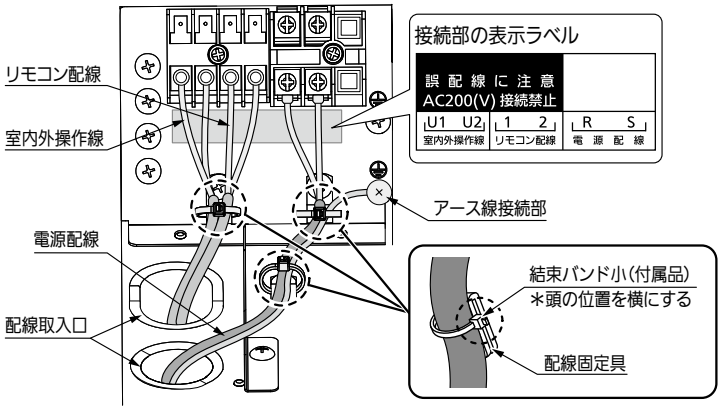

図16
- このとき、電源配線は端子接続部に張力が加わらないように、配線固定具に結束バンド小（付属品）を通し、しっかりと固定してください。固定は必ず被覆部分で行ってください。（図 16）